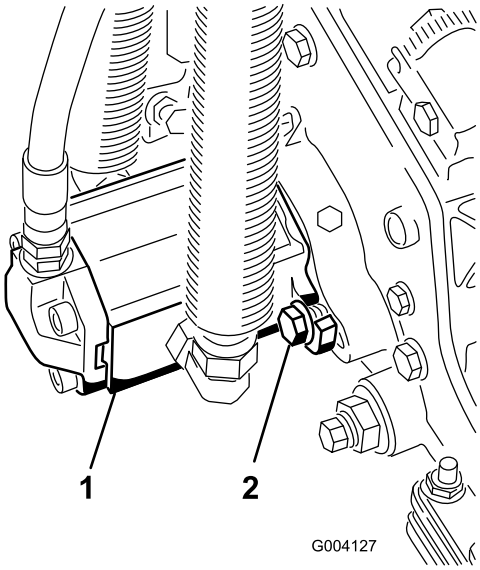

Figuur 13
16. Plaats de motor door deze rechtsom te draaien zodat de flenzen van motor loskomen van de bouten (Figuur 13).